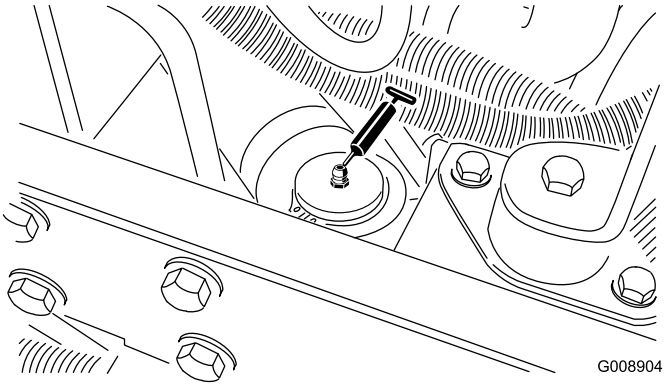

**Figur 60**
- Styretøjscylinder (Figur 60).